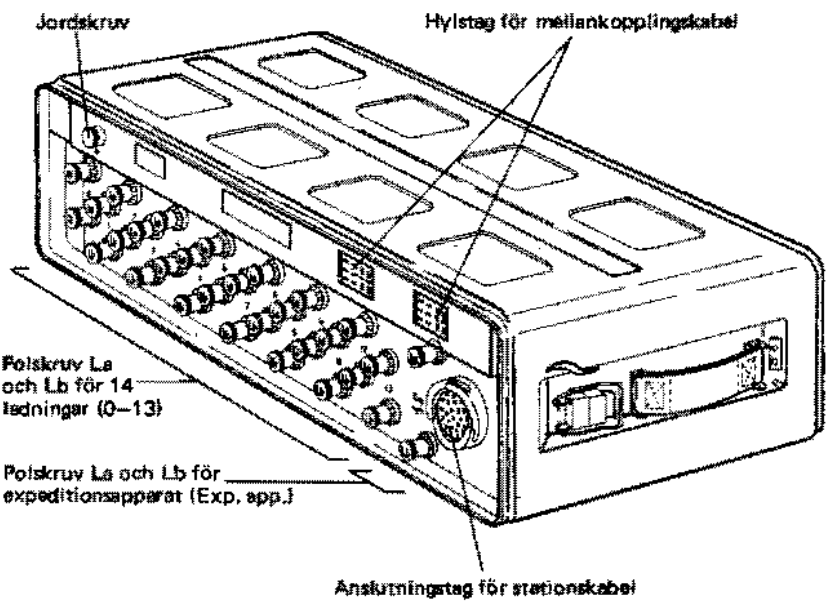

Bild 13. Anslutningsdon på baksidan av telefonväxel 10DL,2 eller växeltillsats 14DL
På telefonväxelns och växeltillsatsens baksidor, som är lika, finns följande anslutningsdon (bild 13):
6. Bygg ut stationskabeln och anslut den till anslutningstaget för stationskabel på växelns baksida (bild 13). Anslut en anslutningsplint 10DL,2 i stationskabelns bortre ände. Fäst plinten med remmarna eller häng den på spik vid lämpligt fäste (träd, stolpe, vägg etc).
8. Vid upprättande i fordon där nätspänning dragits in skall växeln skyddsjordas. Jordskruv finns på baksidan (bild 13).
5. Bygg ut en av stationskablarna och anslut den till anslutningstaget för stationskabel på växeltillsatsens baksida (bild 13). Anslut en anslutningsplint 10DL,2 i stationskabelns bortre ände. Fäst plinten med remmarna eller häng den på en spik vid lämpligt fäste (träd, stolpe, vägg etc).
7. Vid upprättande i fordon, där nätspänning dragits in, skall växeltillsatsen skyddsjordas. Jordskruv finns på baksidan (se bild 13).
9. Vid upprättande i fordon där nätspänning dragits in skall växeln och växeltillsatsen skyddsjordas. Jordskruv finns på enheternas baksida (se bild 13).